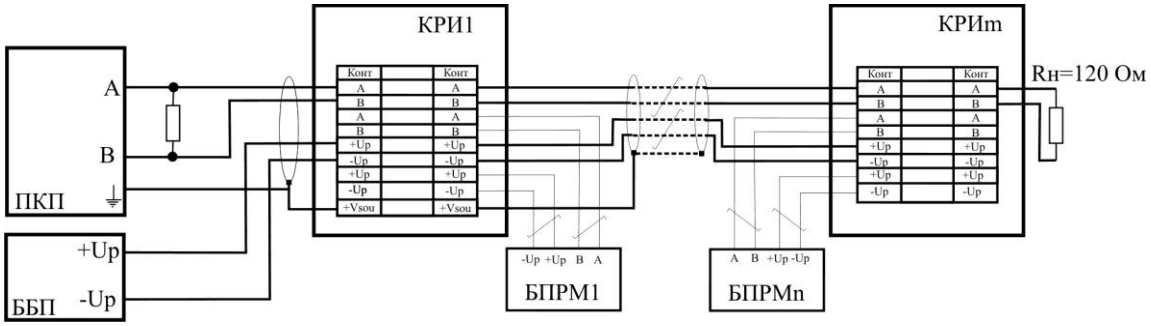

Рис. 4.11
4.3.1 Линия связи должна представлять собой один кабель витой пары (рис. 4.11). этому кабелю присоединяются все БПРМ* извещателей и ППК. Кабели соединяющие линию связи с БПРМ (ответвления) должны быть как можно короче.